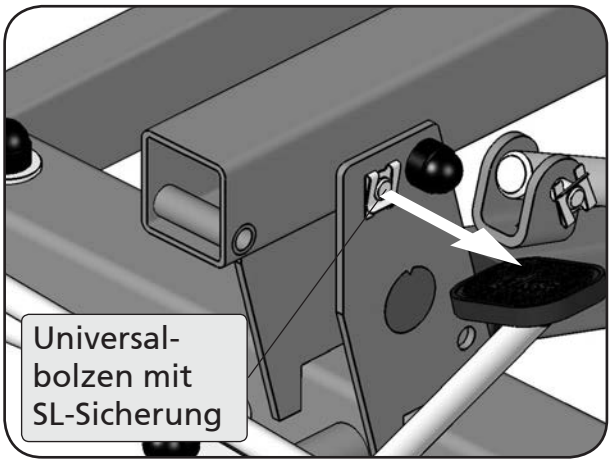

Abbildung 51
4. Arretieren Sie ihn abschließend mit dem Bolzen und der SL-Sicherung an der Standmastaufnahme (Abbildung 51).